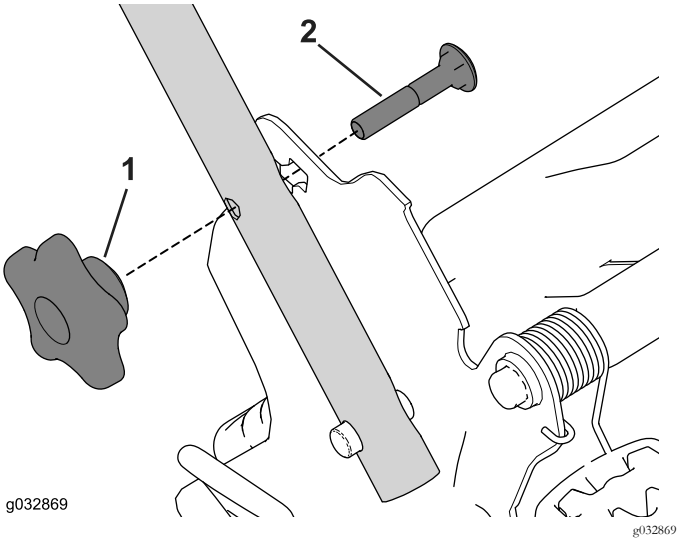

Figuur 8
4. Steek de slotbout (met de boutkop naar de binnenkant gericht) door de bovenste of onderste vierkante opening in de handgreep en de bovenste opening in het handgreepuiteinde (Figuur 8).